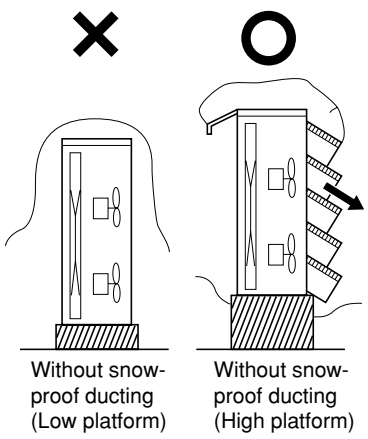

**Fig. 2-9**
(1) The platform should be higher than the max. snow depth. (Fig. 2-9)
(2) The 2 anchoring feet of the outdoor unit should be used for the platform, and the platform should be installed beneath the air intake side of outdoor unit.
(3) The platform foundation must be firm and the unit must be secured with anchor bolts.
(4) In case of installation on a roof subject to strong wind, countermeasures must be taken to prevent the unit from being blown over.